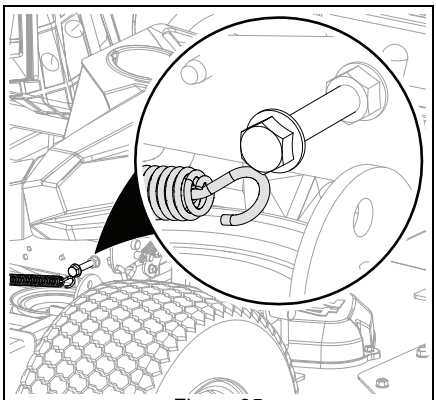

Figure 35
2. Remove transaxle drive idler spring hook from anchor bolt to release belt tension. See Figure 35.